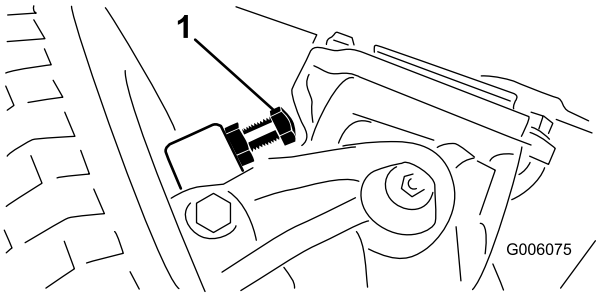

Figur 59
1. Skruva in eller ut bultarna tills ett spel på 2,3 mm erhålls (Figur 59).